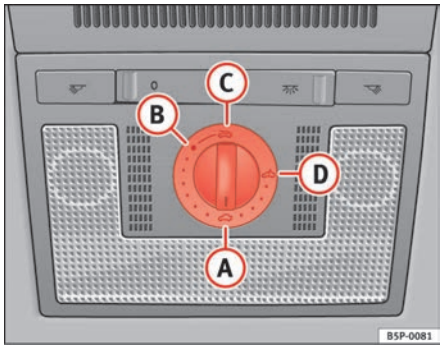

Fig. 70 Roof lining description: rotary sun roof control / deflector
If the sliding/tilting roof has been opened again by the roll-back function, it can be closed only by pressing the rotary button at the front in position (A) ⇒ fig. 70 until the sliding/tilting roof has closed fully. **Please note that the sunroof will now close without the roll-back function.**